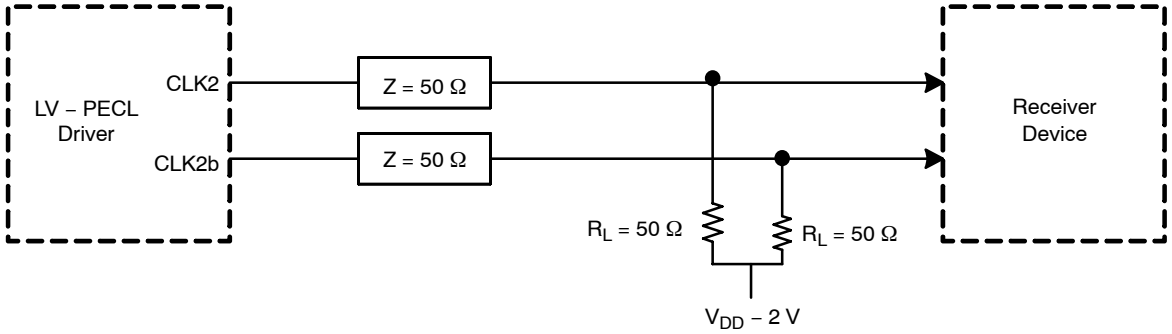

Figure 2. Typical Termination for Output Driver for Device Evaluation
5. Measurement taken with outputs terminated with 50 Ω to V_{DD} − 2 V. See Figure 2.